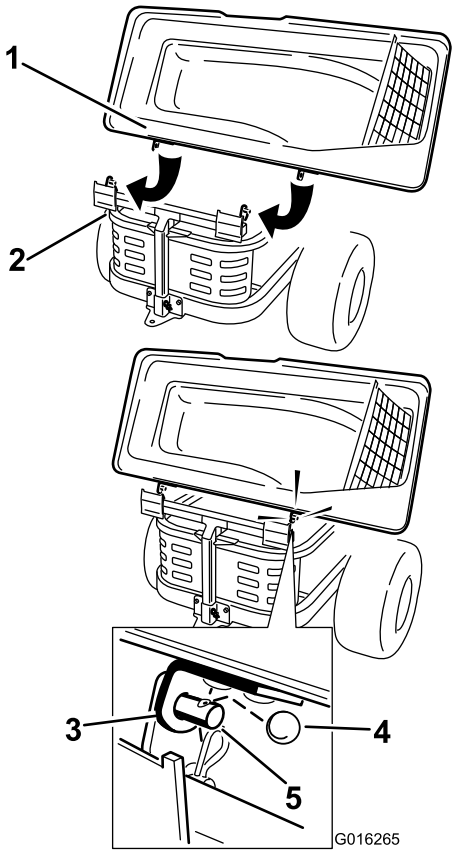

Figure 13
2. Slide the brackets over the posts in the bagger frame and install the circular cotter pin into the hole in the right hand post (Figure 13).